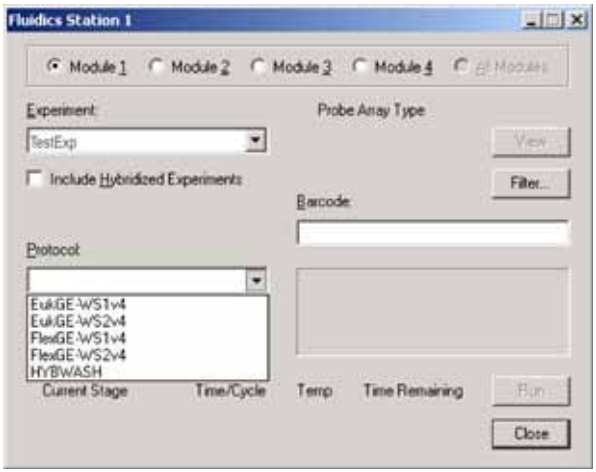

Figure A.27
81. In the **Protocol** drop-down box, select the protocol to run the experiment on. (Select the appropriate fluidics protocol for the probe array type.) **(Figure A.27)**.